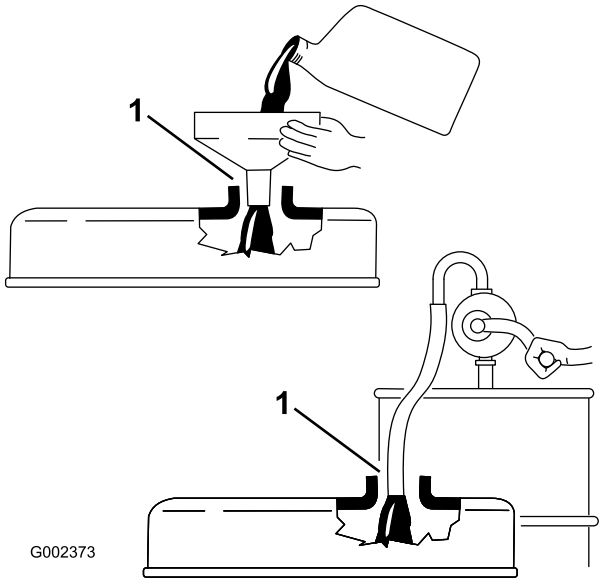

**Figur 14**
**Vigtigt: Når der tilsættes motorolie eller fyldes olie på, skal der være afstand mellem oliepåfyldningsenheden og påfyldningshullet i ventildækslet som vist i Figur 14. Denne afstand er nødvendig af hensyn til udluftning under påfyldningen, hvilket forhindrer olie i at løbe over og ned i ånderøret.**